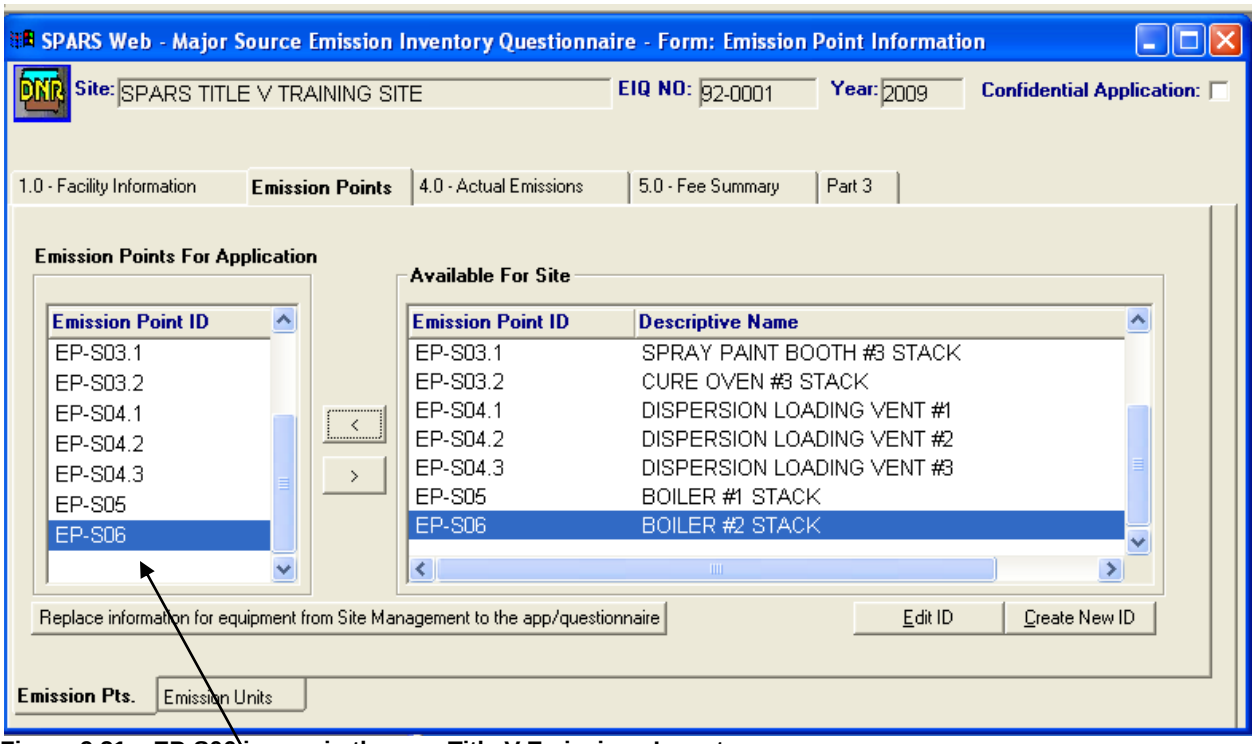

Figure 9.21 – EP-S06 is now in the new Title V Emissions Inventory.
1. Move the new emission point from right to left using the Left Arrow (see Figure 9.21).